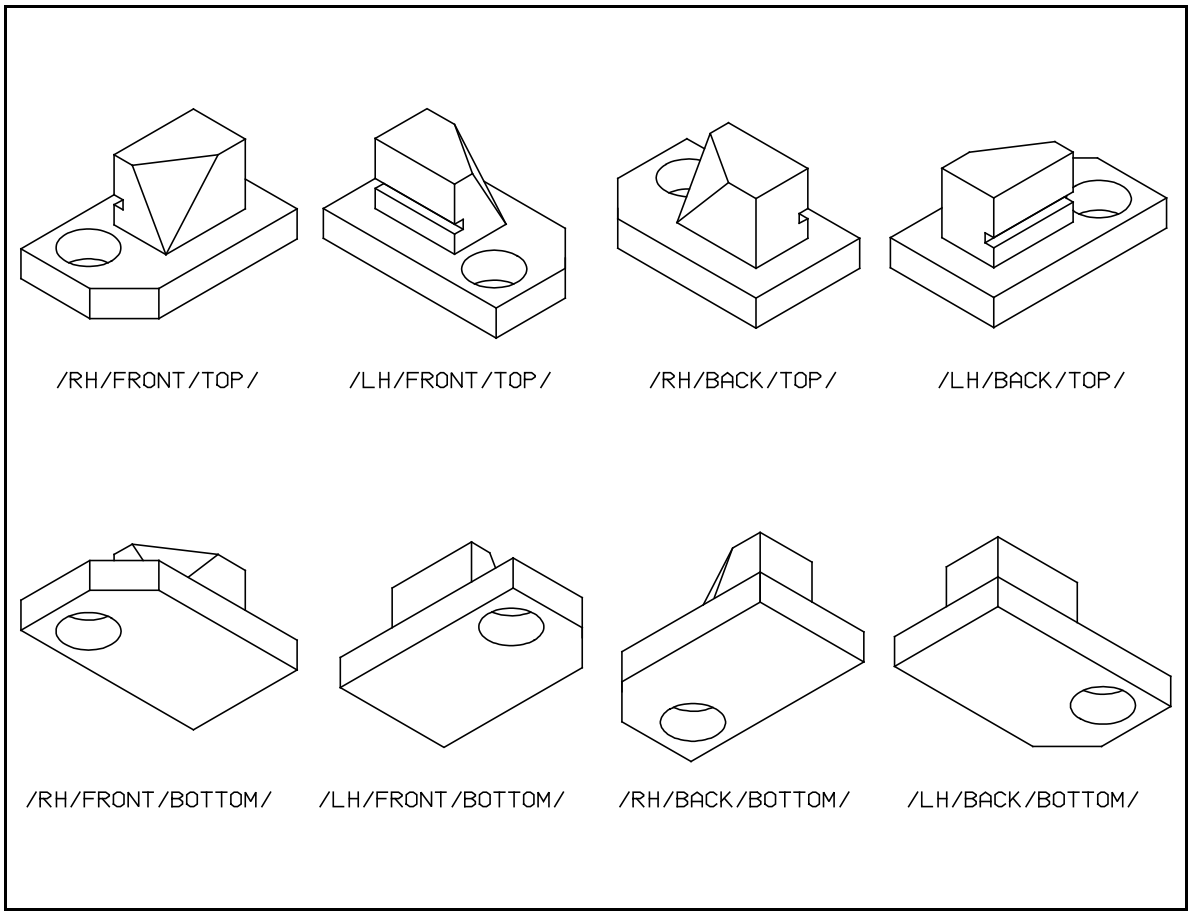

Figure 62 Examples of the eight predefined isometric views
1. Select FKey AUXVIEW and submenus /START/ and /ISO/. The menu prompt ***Sel ln of sight menu / Key X,Y,Z ang / YN accept menu*** appears near the top of the display screen. Select the line of sight submenu near the bottom of the screen. See Figure 62 on page 25-52 to view the isometric views created with the different combinations.